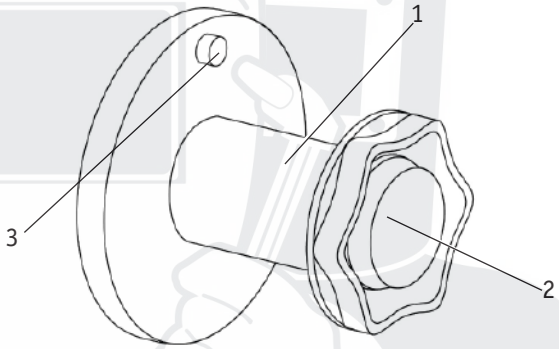
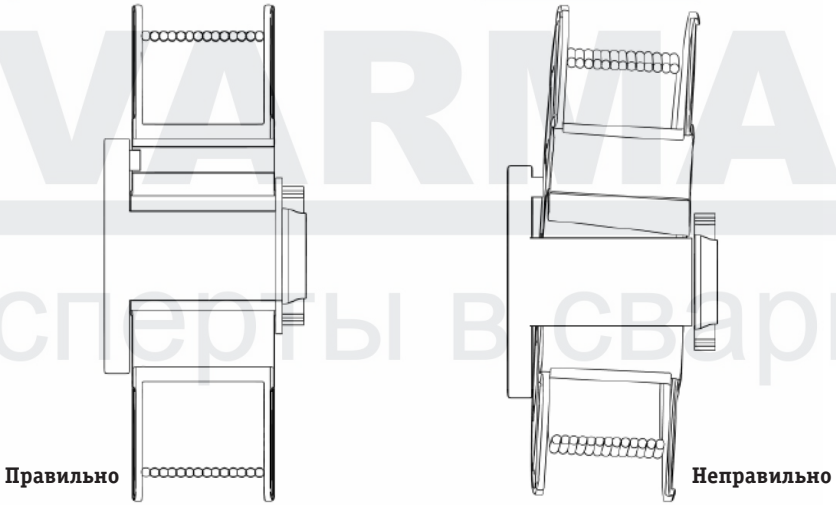

Рис. 8.4.1. Ось катушки.
Рис. 8.4.2. Установка катушки с проволокой на ось катушки.
Установите катушку с проволокой на ось катушки (См. рис. 8.4.1). Не допускайте перекоса катушки (См. рис. 8.4.2).
**2.** Установите катушку с проволокой совместите отверстие катушки и фиксатор адаптера, зафиксируйте её прижимной гайкой (См. рис. 8.4.2. п. 2).